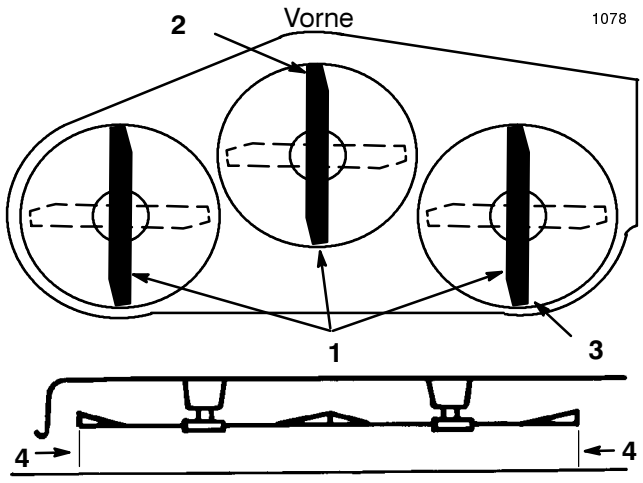

Abbildung 10
4. Vorsichtig die Schnittmesser so drehen, daß sie in Längsrichtung (von vorne nach hinten) ausgerichtet sind (Abb. 10).
5. Den Abstand zwischen der vorderen Schnittmesserspitze (Abb. 10) und der hinteren Schnittmesserspitze zum Boden messen. Wenn die vordere Messerspitze nicht 0-9,5 mm (0-3/8”) tiefer liegt als die hintere Spitze, muß das vordere Justiergelenk eingestellt werden.